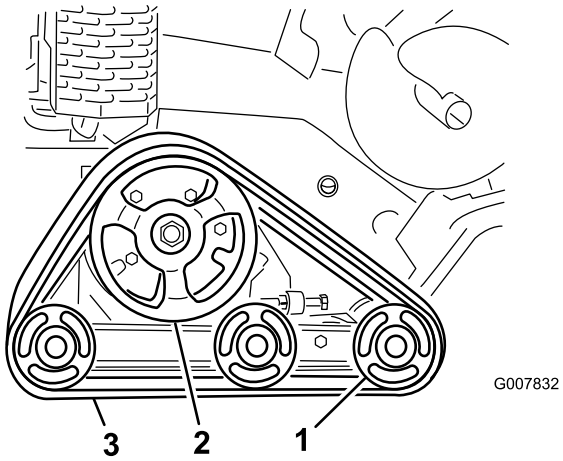

**Rysunek 46**
**Ważne: Upewnij się, że w pełni wyczyściłeś koła jezdne i napędowe koło łańcuchowe (Rysunek 46).**